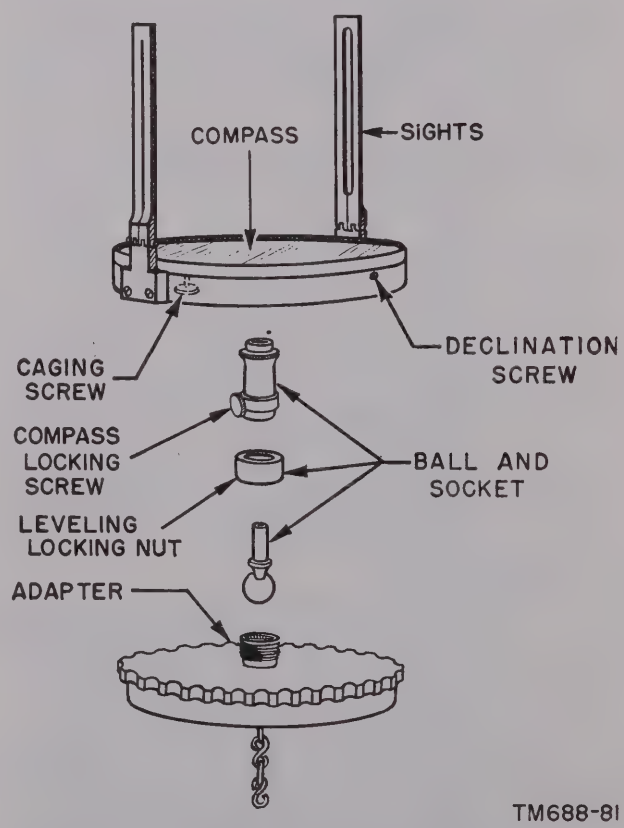

Figure 27. Compass, ball and socket, and adapter.
(5) Using the ball and socket unit (fig. 27), install the compass on the tripod.
(6) Loosen the leveling locking nut and level the compass by adjusting the ball and socket unit until the air bubble in the spirit level of the compass appears in the center of the liquid. Tighten the leveling locking nut.
b. Compass Adjustment. The antenna system should be oriented to either true or magnetic north as directed by the using organization. Except for the compass adjustments described in (1) and (2) below, the orientation procedures are identical.
(*a*) *Scale adjustment.* With a screwdriver, turn the declination screw (fig. 27) on the rim of the compass to rotate the compass scale so that the 0–360° mark coincides with the index.
(*b*) *Reading compass.* Release the compass needle by turning the thumb screw (caging screw) (fig. 27) on the bottom plate of the compass. Loosen the compass locking screw (fig. 27) and when the compass needle stops swinging, rotate the compass until the north end of the needle and the 360° mark on the compass dial coincide. The viewing sights then point to magnetic north. Tighten the compass locking screw and the caging screw.